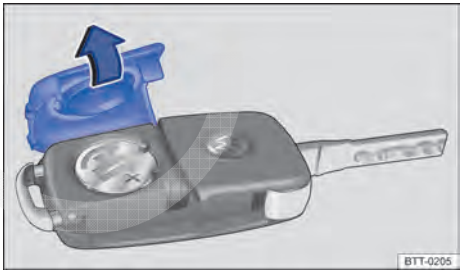

Fig. 21 Chave do veículo com comando remoto: abrir a tampa do alojamento da bateria.
A bateria encontra-se no lado posterior da chave do veículo com comando remoto, sob uma cobertura → Fig. 21.
– Retirar a cobertura no lado posterior da chave → Fig. 21 no sentido da seta → ⓘ.
– Posicionar a cobertura conforme indicado → Fig. 21 e pressionar no sentido contrário ao da seta sobre a carcaça da chave do veículo até encaixar.